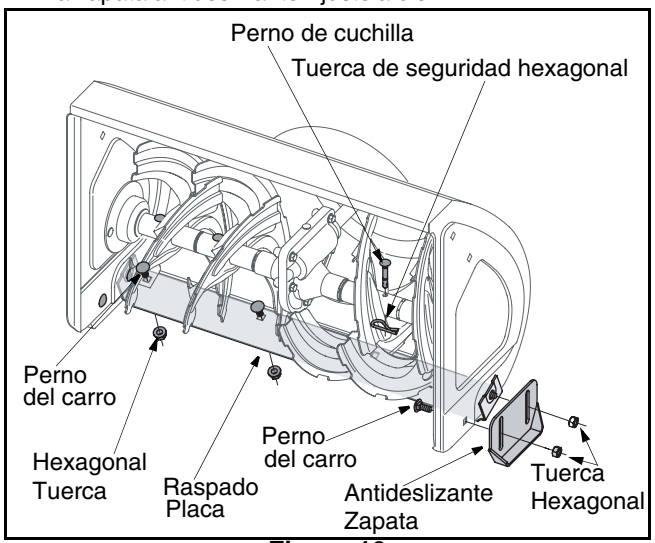

Figura 10
1. Saque los cuatro pernos de carro, las arandelas belleville y las tuercas hexagonales que ajustan las zapatas antideslizantes a los dos costados de la máquina quitanieve. Ver Figura 10 .
3. Para sacar la placa de raspado, saque la zapata y el resto de las piezas metálicas, incluyendo los pernos de carro, las arandelas belleville y las tuercas hexagonales que ajustan la placa de raspado a la caja de la máquina quitanieve. Por la ubicación de la placa de raspado, consulte Figura 10 .
Las barrenas están ajustadas al eje espiral con dos pernos de cuchilla y tuercas hexagonales de seguridad. Ver Figura 10 . Si golpea un objeto extraño o una barra de hielo, la máquina quitanieve está diseñada de manera que los pernos se cortan.
Si las barrenas no giran, verifique si los pernos se cortaron. Reemplácelos cuando sea necesario. Ver Figura 10 .